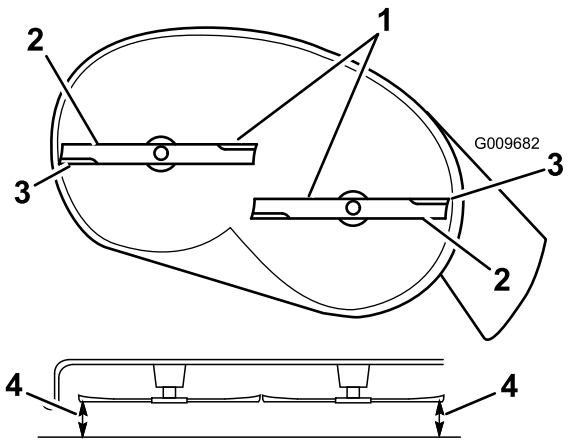
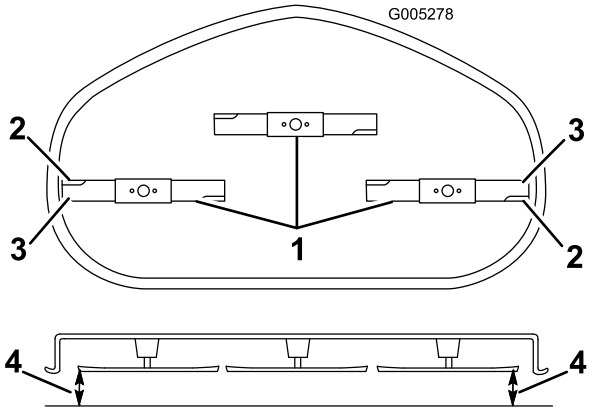

Bild 50
Bild 51
4. Drehen Sie die Messer vorsichtig, sodass sie alle seitlich gestellt sind (Bild 50 und Bild 51).
5. Messen Sie den Abstand zwischen den äußeren Schnittkanten und der ebenen Oberfläche (Bild 50 und Bild 51). Wenn beide Messwerte nicht innerhalb von 5 mm liegen, ist eine Einstellung erforderlich. Machen Sie mit diesen Schritten weiter.